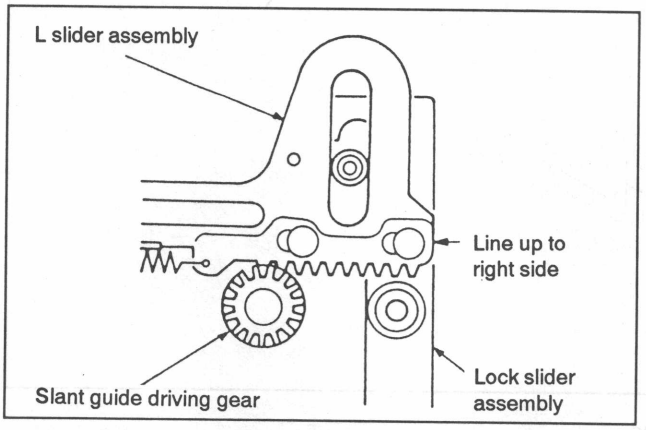

Fig. 7-28.
1) Operate the mode selector, and line up the right edge of the L slider assembly and the right edge of the lock slider assembly. (See Fig. 7-28.)